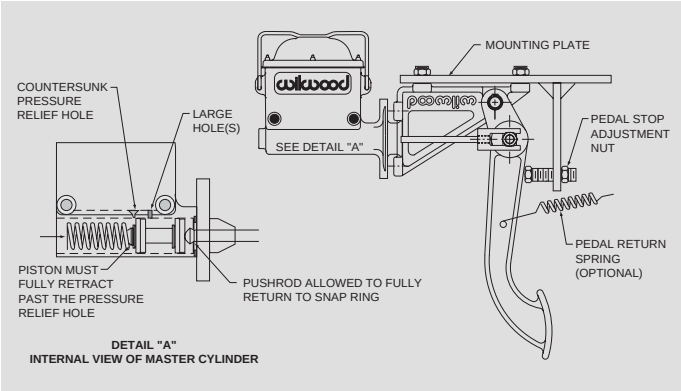

Figure 1. Master cylinder pedal stop and return hole position
1. The brake pedal should have an adjustable return stop on it when a strong pedal return spring is used. This prevents the master cylinder from excessively banging the snap ring stop inside the master cylinder bore (visible under the rubber boot). Adjust the stop so the pedal stops returning at the point when the master cylinder piston retracts against the snap ring, Figure 1.
2. The master cylinder piston must fully retract. If the master cylinder piston is not allowed to fully retract when the brake pedal is not applied, the primary inside seal will not return past the small pressure relief hole (visible within the master cylinder reservoir on some master cylinders). This can cause excessive residual line pressure and contribute to brake drag and an overheating condition, see Figure 1, Detail “A”.